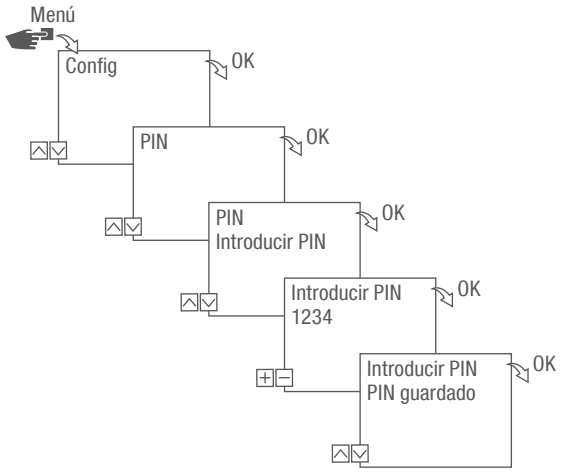

Fig. 15: Fijar PIN
5. Pulse el botón de Bluetooth (fig. 15/❶) del interruptor horario de carril DIN.